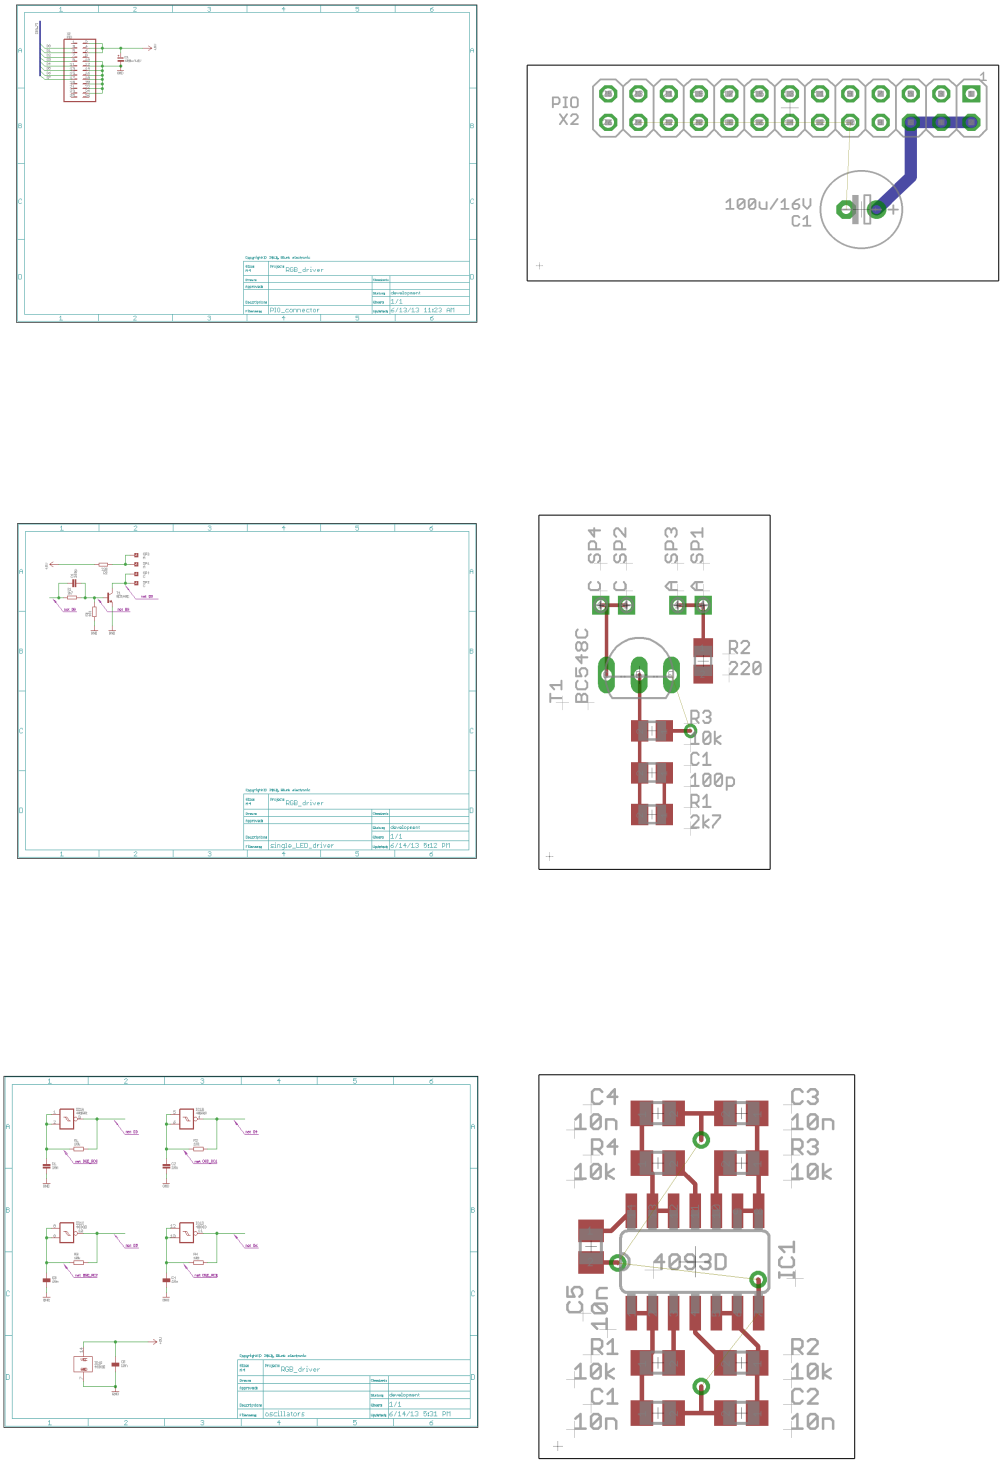

Figure 29: individual sub module schematics and their layouts
1. Draw individual sub module schematics with development frames (Figure 29).